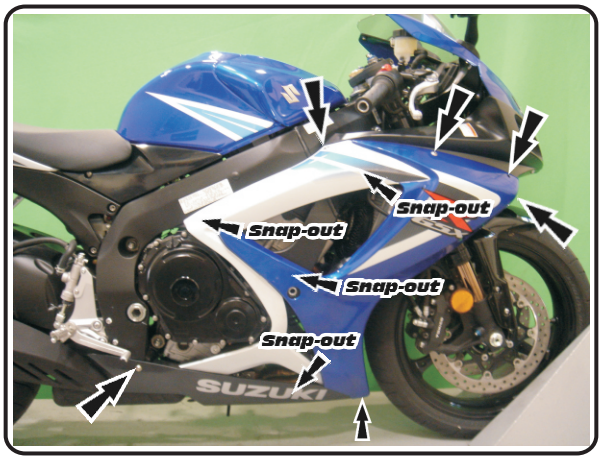
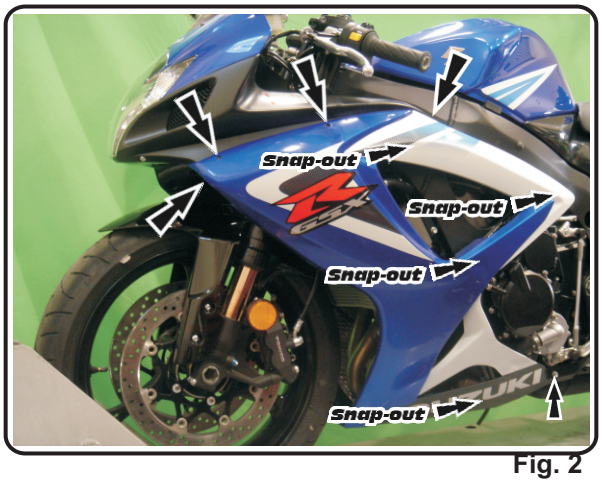

Fig. 1
Fig. 2
1. *Remove left and right side fairings (see Fig. 1 and Fig. 2).*